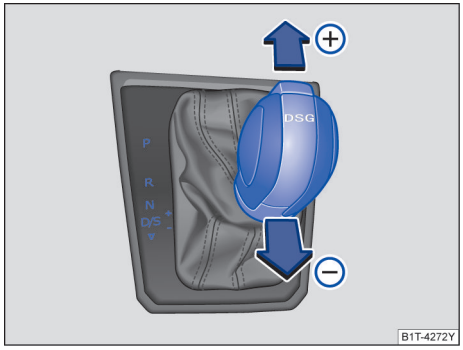

图 139 选挡杆在 Tiptronic 手动电控换挡程序位置上
– 向前 ⊕ 或向后 ⊖ 短促按压选挡杆，即可换高挡或降挡 → 图 139。